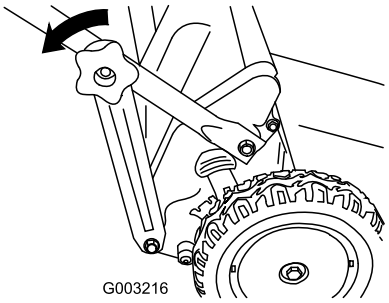

Figur 42
1. Afmonter de nedre håndtagsknapper, og løsn de nedre håndtagsbeslag fra den nederste ende af begge håndtagets sider (Figur 42).